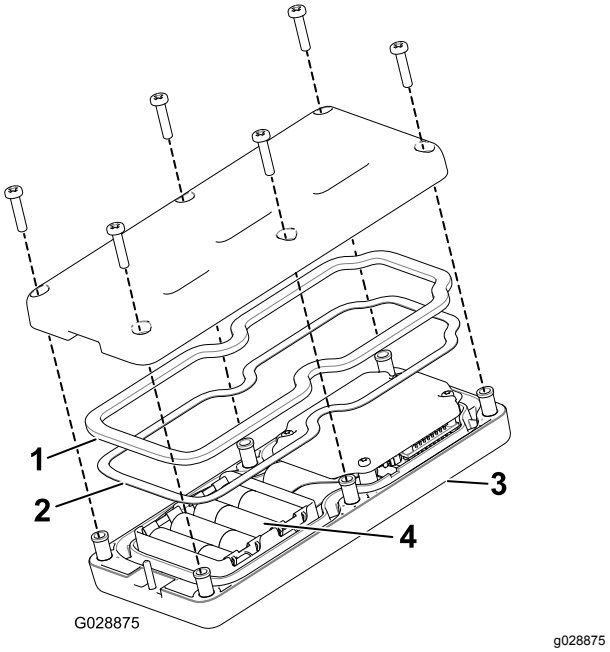

Rysunek 18
2. Zamontuj baterie w gnieździe ze stykami, dbając o zachowanie odpowiedniej polaryzacji. (Jeśli baterie zostaną zamontowane nieprawidłowo, urządzenie nie zostanie uszkodzone, ale nie będzie działać). Na uchwycie wytłoczona jest biegunowość każdego zacisku (Rysunek 18).
3. Upewnij się, że uszczelka stalowa oraz uszczelka gumowa są osadzone w rowku w obudowie pilota i załóż z powrotem pokrywę tylną (Rysunek 18).
4. Zamocuj pokrywę za pomocą 6 śrub (Rysunek 18), a następnie dokręć je momentem od 1,5 do 1,7 N·m.